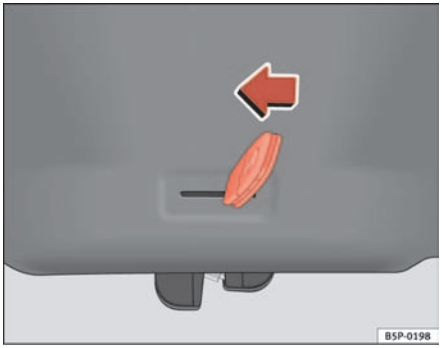

Fig. 70 Tailgate: emergency opening
– Insert the key bit in the groove and unlock the locking system, turning the key from right to left, as shown by the arrow ⇒ fig. 70. ■